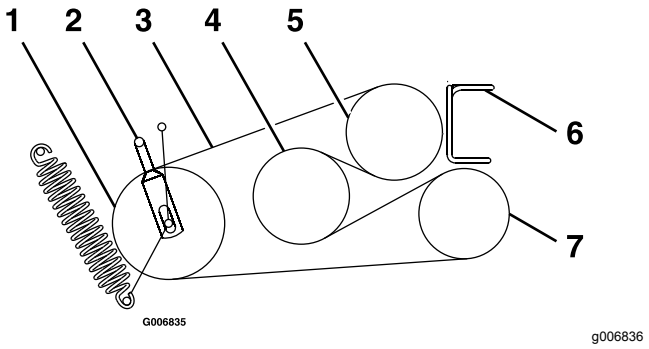

**Figure 55**
6. Desserrez les guides de courroie **A** et **B** (Figure 55).
8. Installez les courroies neuves sur les poulies, comme montré à la Figure 55.